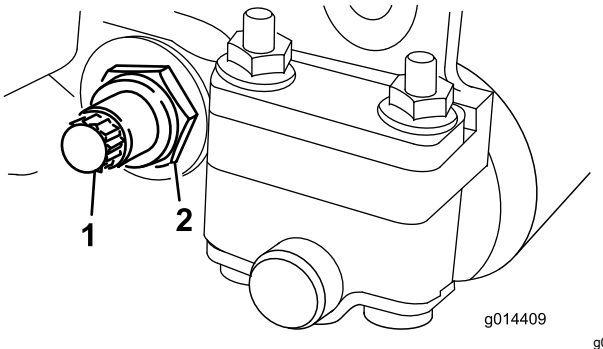

Figur 21
3. Løsne låsemutteren som fester motstangsbolten på begge sider av maskinen (Figur 21).
4. Fjern begge motstangsboltene slik at motstangen kan dras nedover og fjernes fra klippeenheten (Figur 21).